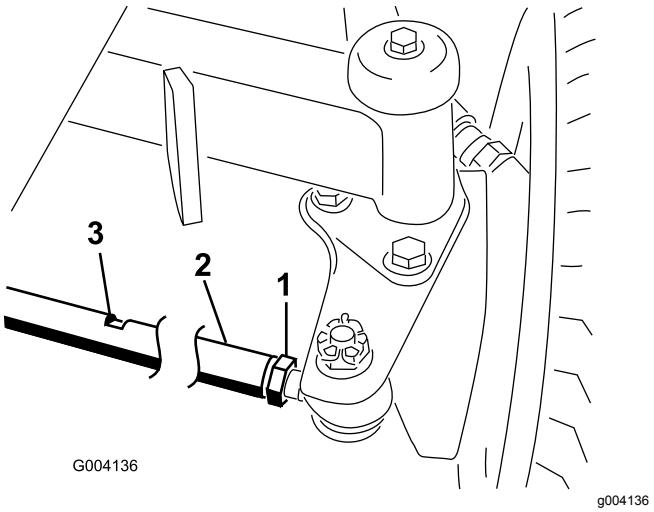

Figur 81
2. Løsn kontramøtrikken for hver ende af forbindelsesstangen (Figur 81).